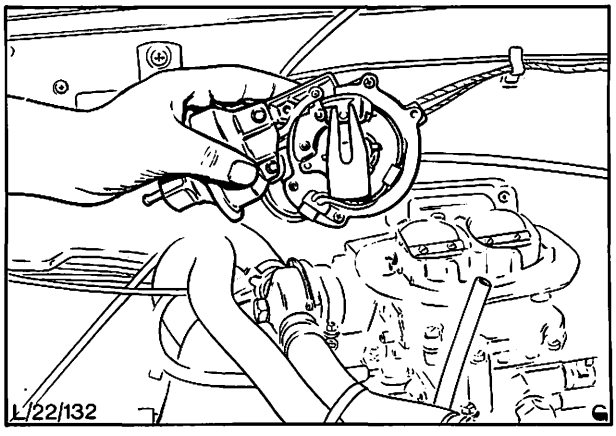

Abb. 44 Zündverteiler ausbauen
6. Klemmschraube unten am Verteiler mit Spezialwerkzeug Nr. 21-092 lösen, Verteiler herausziehen und Lage des Verteilerläufers am Verteilergehäuse anzeichnen, Abb. 44.